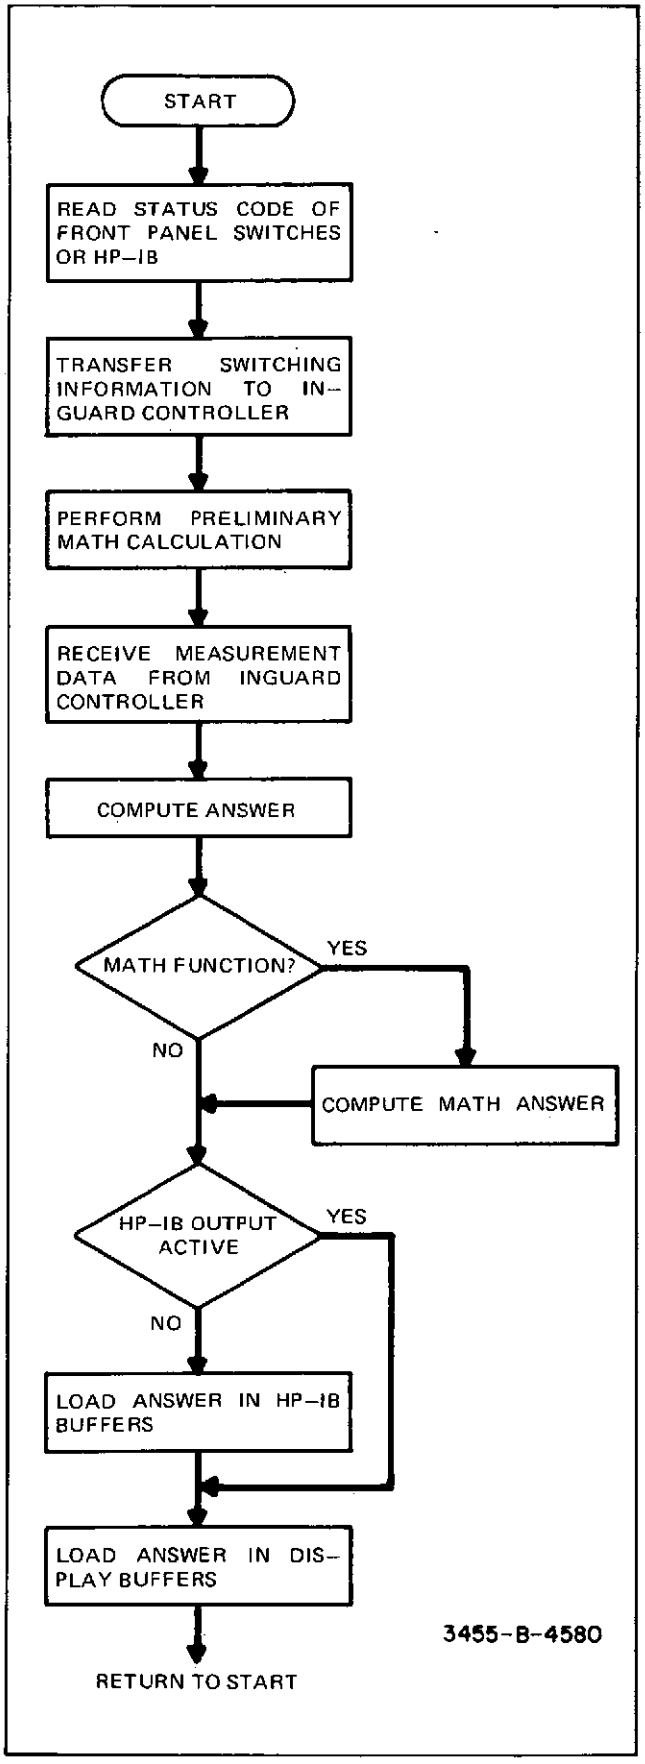

Figure 8-37. Simplified Main Controller Flowchart.
8-117. The purpose of the main controller is to control communication between the front panel, HP-IB interface, display and inguard section of the multimeter and to perform mathematical calculations to correct measurement data and provide measurement scaling or percent error readings. The following is an explanation of the operations performed by the main controller as illustrated in Figure 8-37.
c. During the time the inguard controller is setting the switches and making the required measurements, the main controller computes the constants used to correct the measurement data. This step is shown in Figure 8-37 as "perform preliminary math calculations" and involves combining the offset error and full scale error readings, relevant to the measurement being made, into two constants.